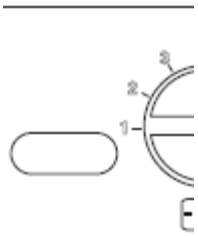

рис. 7.5
• Поставьте ручки 2 и 3 панели управления в положение, указанное на рис. 7.5
• Чтобы войти в режим «Трубочист», нужно войти в программирование, удерживая 15 секунд кнопку «сброс» 4 (см. рис. 7.5) пока на дисплее LCD не появится параметр P01;
• Жмите кнопку «сброс» 4 (см. рис. 7.5), для перехода к параметру P09, для настройки режима «Трубочист»; на дисплее LCD отобразится следующее (изображение P09 чередуется с 00):